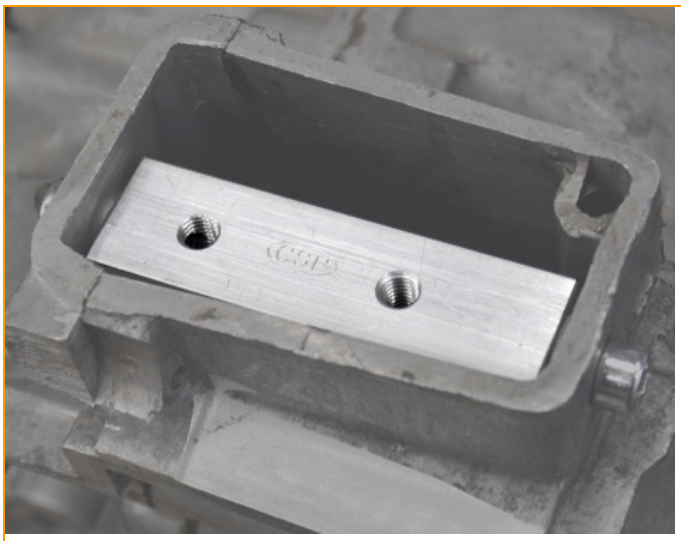

Fig.3
- Install the mounting block using the M8x16 allen head screws with along with a washer to the engine case. The bolts need to go though the prepared 9 mm holes. Torque the screws to 15 Nm (11 lbs/ft). (See Fig. 3)
- Montieren Sie den Befestigungsblock mit Hilfe von M8x16 Inbusschrauben und 8 mm Unterlegscheiben an den vorbereiteten Befestigungslöchern und sichern Sie die Schrauben mit 15 Nm. (Siehe Fig. 3)